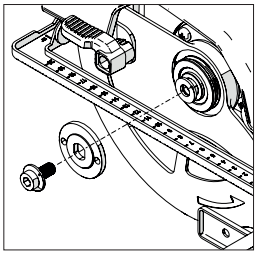

Fig. 4
- Utilizando a chave hexagonal, desaperte e remova o parafuso de cabeça redonda do mandril, as peças associadas e a flange de ativação exterior da lâmina. **(Fig. 4)**